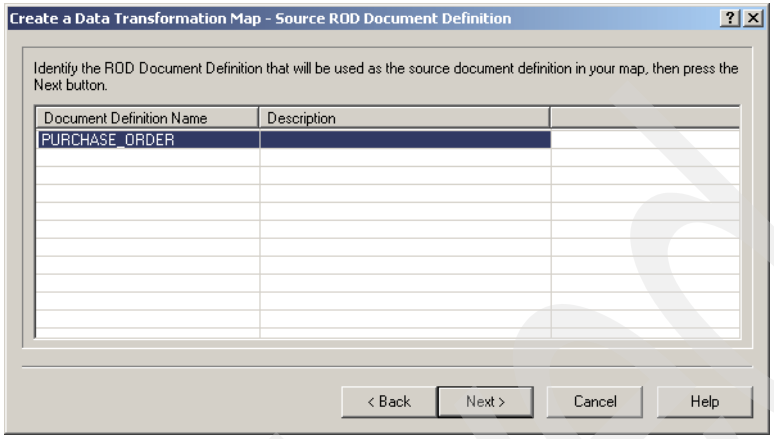

Figure 15-21 Select source ROD document definition
11. Select **PURCHASE _ORDER** from the Create a Data Transformation Map - Source ROD Document Definition window (Figure 15-21).